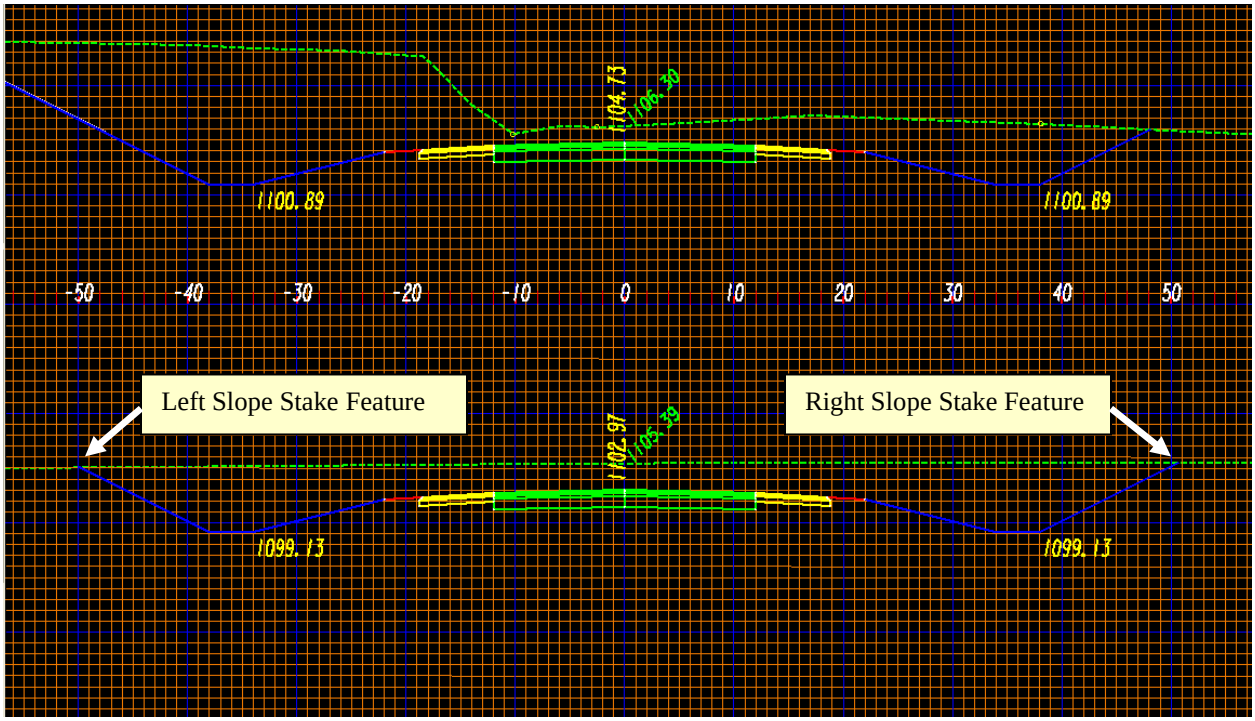

Figure L9-29 MicroStation View Window
42.	**Select the Slope Stake Features to Annotate.** • Use the **Locate** button to select the Left and Right Slope Stake features identified in *Figure L9-29*.